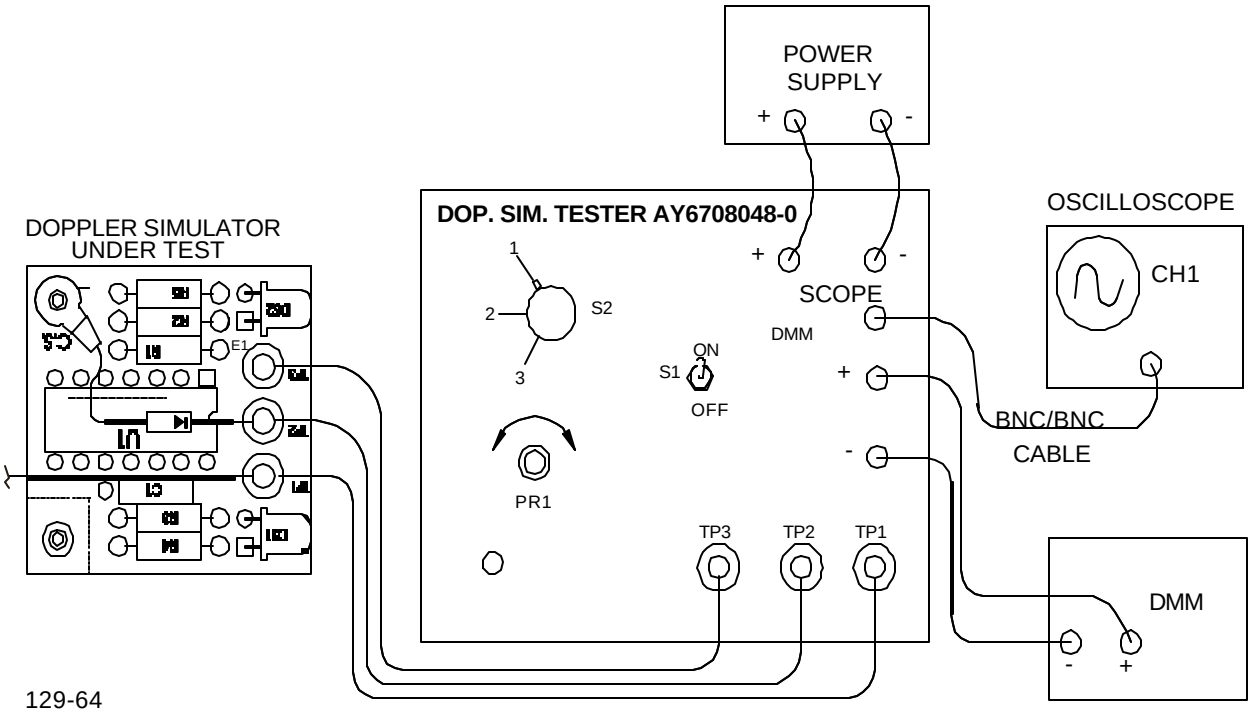
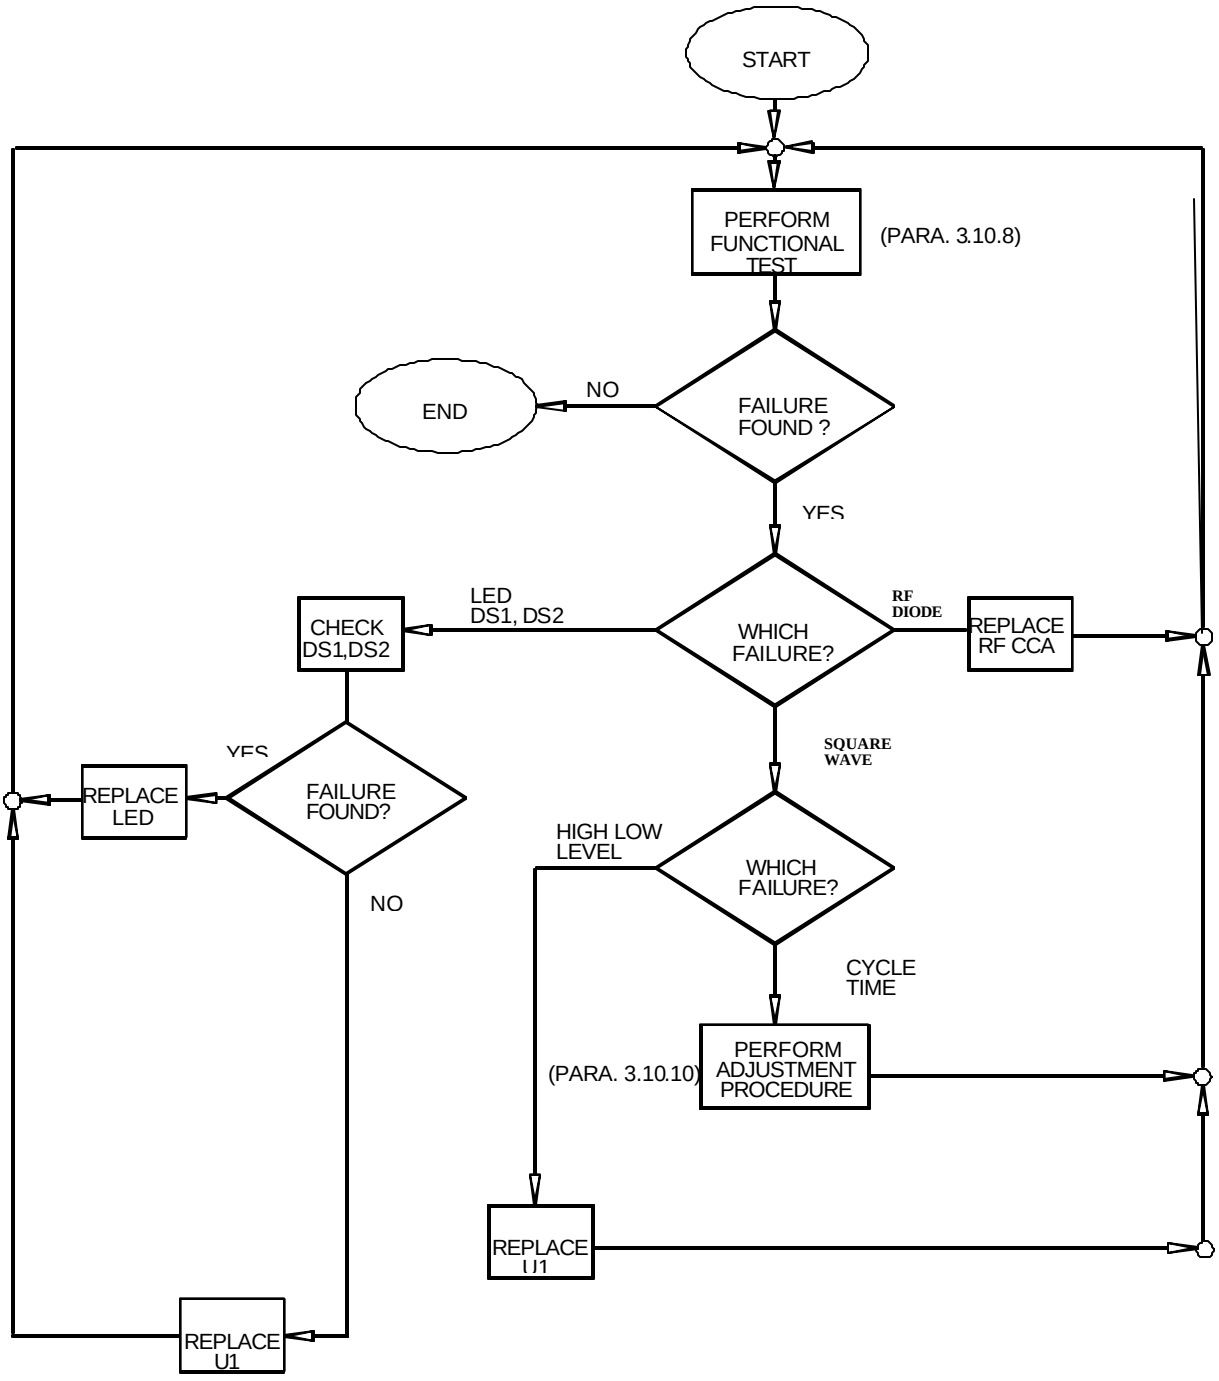

Figure 3-49. Doppler Simulator Test Set-up
Figure 3-50. Doppler Simulator, P/N AY6706690-0, Troubleshooting Flowchart
The functional test setup for the Doppler Simulator is as shown in Figure 3-49. Figure 3-50 is the schematic of the Doppler Simulator Tester. Perform functional test of Doppler Simulator as follows:
a. Set DMM to diode mode (Figure 3-49).
b. Connect DMM positive lead to antenna horn (5) of Doppler simulator.
c. Connect negative lead to RF diode terminal (6). Verify on DMM resistance of 0.64±0.2 KΩ. Replace RF CCA (4) if necessary by loosening two captive screws from plate.
d. Connect negative lead to antenna horn (5). Connect positive lead to RF diode terminal (6). Verify on DMM high impedance. If not, replace RF CCA as described above.
Refer to Figure 3-49.
Refer to Figures 3-50 and 3-51. Troubleshoot Doppler Simulator as follows: